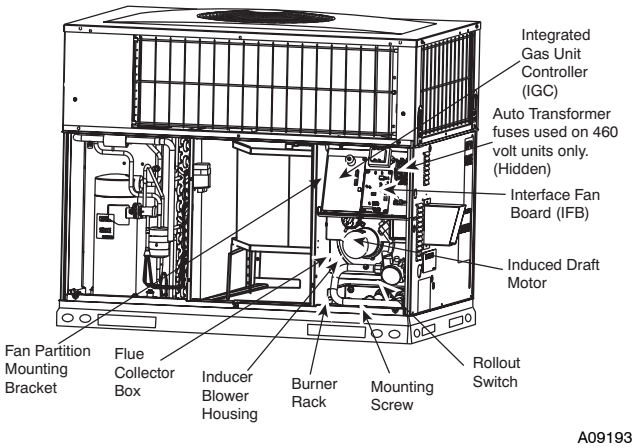

Fig. 18 - Blower Housing and Flue Collector Box
Unit is equipped with a direct spark ignition 100 percent lockout system. Ignition module (IGC) is located in the control box (See Fig. 18). Module contains a self-diagnostic LED. During servicing, refer to label diagram or Table 5 in these instructions for LED interpretation.
5. Remove fan partition mounting bracket (2 screws located on the left side of control compartment on the fan partition panel). Slide bracket forward, bottom first, to remove (See Fig. 18).
7. Remove the mounting screw that attaches the burner rack to the unit base (See Fig. 18).
8. Partially slide the burner rack out of the unit (see Fig. 18 and 21). Remove ignitor and sensor wires at the burner assembly. Remove rollout switch wires.
9. Slide the burner rack out of the unit (See Fig. 18 and 21).